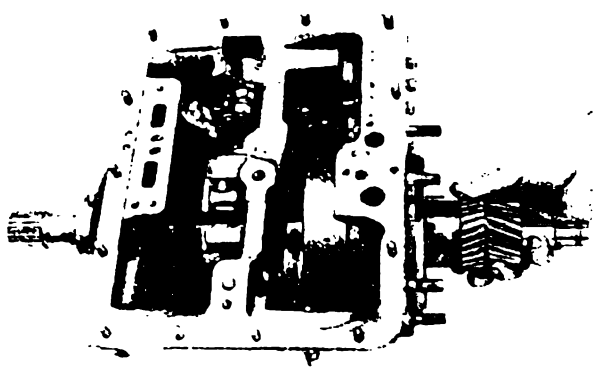

Рис. 108. Установка собранных первого и второго сцепления и центрального вала в картер
10. Вставьте узлы в сборе в картер коробки передач через отверстие в задней стенке, одновременно надевая ленту переднего тормоза на барабан второго сцепления (рис. 108).